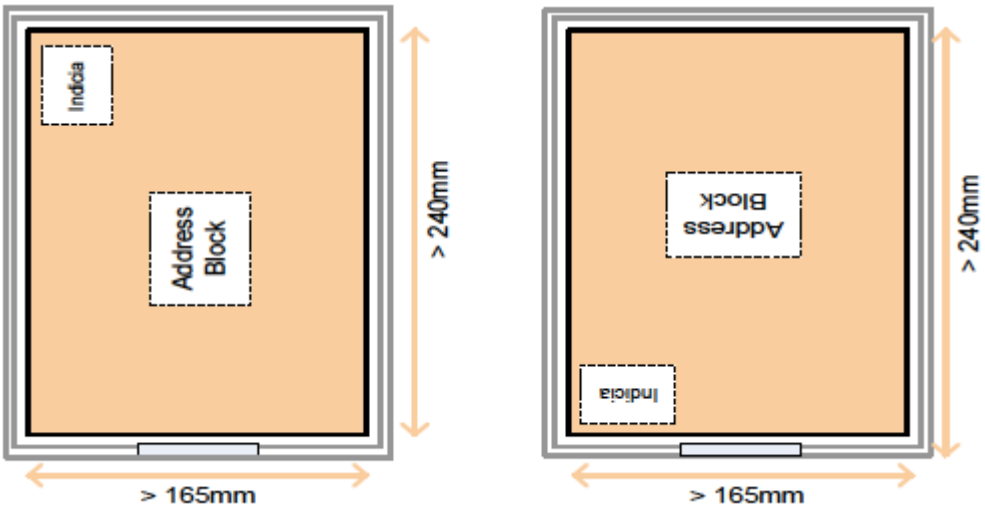

Figure 9 – Tray fill (landscape and portrait)
- Landscape - the address and Access Indicium uppermost in the tray, face up, and with the Access Indicium away from the tray front and label. **Figure 9.**
- Portrait - the address and Access Indicium uppermost in the tray, face up, and with the Access Indicium adjacent to the tray front and label. **Figure 9.**